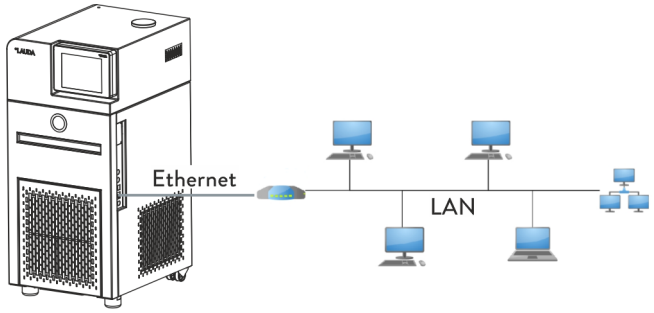
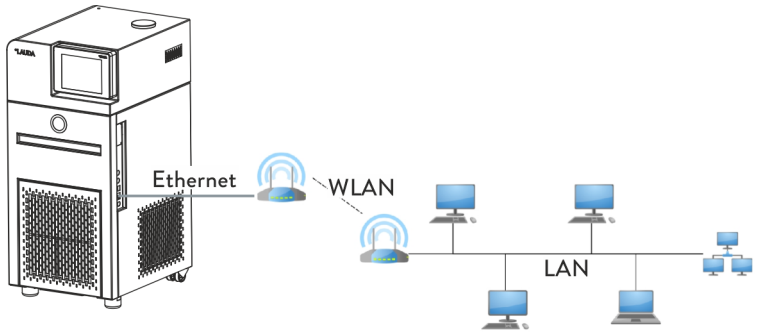
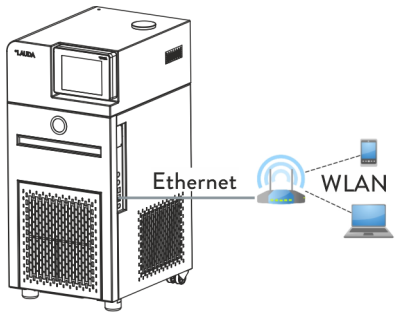

Fig. 11: Connected via LAN
Fig. 12: Connected via LAN and WLAN
Fig. 13: Connected via WLAN
Fig. 11 illustrates how the constant temperature equipment is connected to a control station/PC via a LAN network.
Fig. 12 illustrates the connection between the LAUDA constant temperature equipment and a LAN network with control station via a WLAN. Here, the constant temperature equipment is connected to a WLAN router using a standard Ethernet cable. The WLAN router must be configured so that it establishes a connection to a LAN via another WLAN router. This kind of connection is called a WLAN bridge. Refer to the instructions accompanying the relevant router for information on configuring WLAN routers.
Fig. 13 illustrates direct communication between the control station/PC and the LAUDA constant temperature equipment via a WLAN. The WLAN router must be configured as an access point. Refer to the instructions accompanying the router for information on configuring the WLAN router.
- Commercially available WLAN routers can be used for the connections displayed in Fig. 12 and Fig. 13. The routers must have the necessary connection function and meet the requirements in the relevant country in which they are operated. However LAUDA recommends using an industrial WLAN router for the configuration illustrated in Fig. 12.
17. Connect the Ethernet interface on the constant temperature equipment as illustrated in Fig. 11 to Fig. 13. Use a commercially available Ethernet cable (patch cable).
8. Connect the Ethernet interface on the constant temperature equipment as illustrated in Fig. 11 to Fig. 13. Use a commercially available Ethernet cable (patch cable).